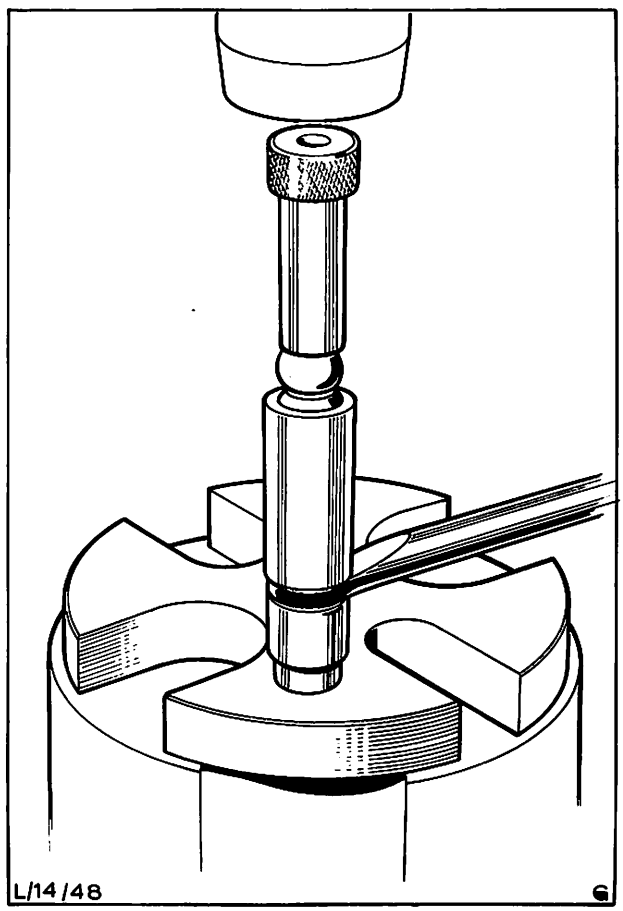

Abb. 48 Neue Büchse in Verbindungsgestänge einpressen
3. Mit Werkzeug 14-002 in Verbindung mit einer Presse neue Büchse in Verbindungsgestänge einpressen, Abb. 48.